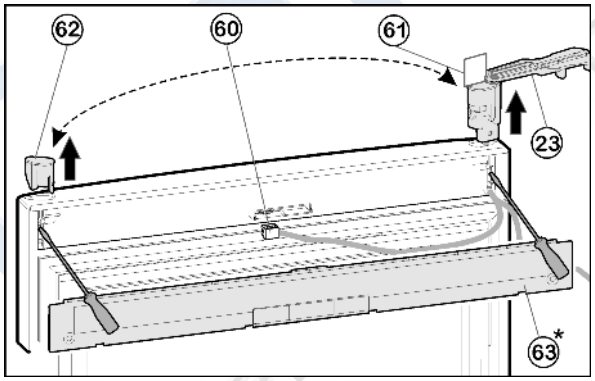

Fig. 11
▶ С помощью отвёртки выведете из зацепления крышку *Fig. 11 (63)* на дверце.
▶ Отсоедините разъем *Fig. 11 (60)*.
▶ На верхней дверце поверните опорный кронштейн *Fig. 11 (23)* наружу параллельно краю дверцы.
▶ При помощи отвертки вытолкните опорный кронштейн *Fig. 11 (23)* снизу и снимите с двери вместе с кабелем.
▶ Извлеките пробку *Fig. 11 (62)* снизу при помощи отвертки и вставьте на другой стороне.
▶ Проденьте кабель опорного кронштейна *Fig. 11 (23)* на противоположной стороне и установите опорный кронштейн.
▶ Снимите шаблон *Fig. 11 (61)* и закрепите на опорном кронштейне.
▶ Вставьте разъем *Fig. 11 (60)*.
▶ Зафиксируйте крышку *Fig. 11 (63)* на дверце.